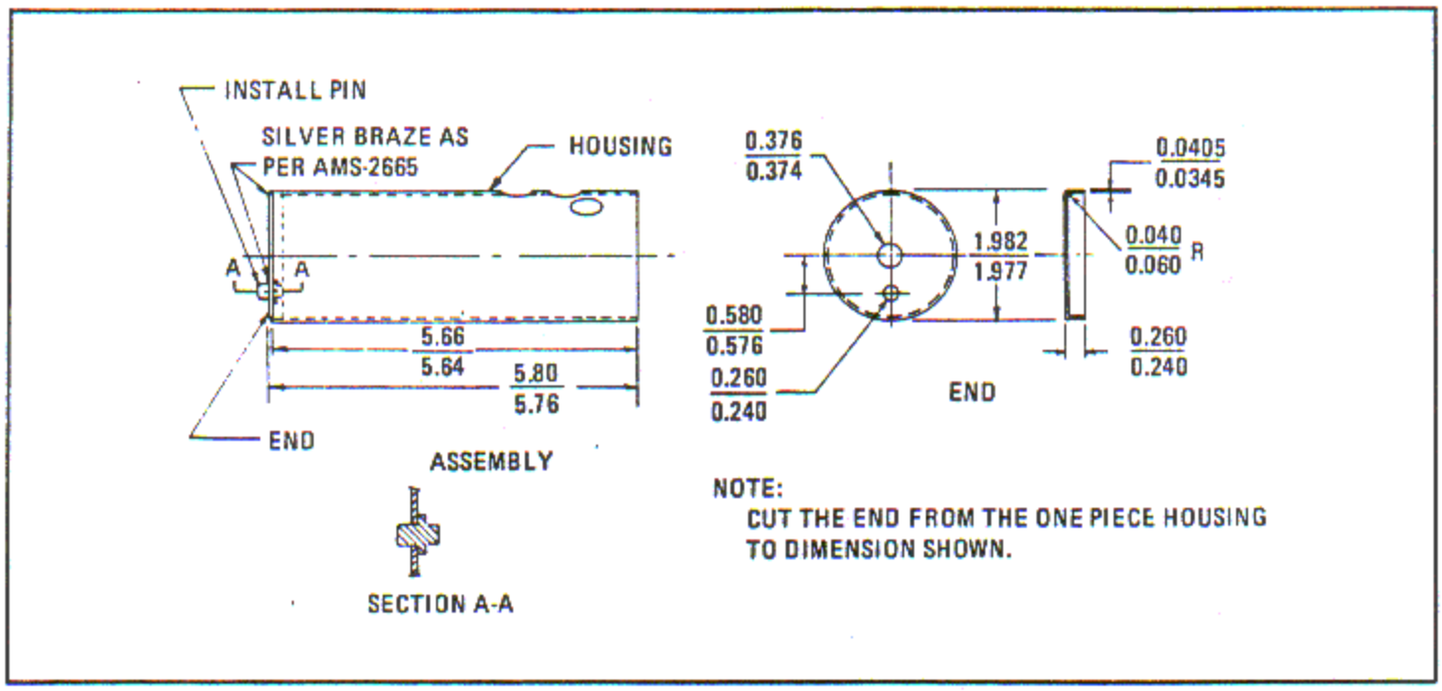

Figure 6-243. Reworking Oil Strainer Housings
b. For a one piece housing, mount the housing in a lathe and cut the cap end from the housing to the dimensions in figure 6-243.
c. Manufacture an end cap to the dimensions in figure 6-243.